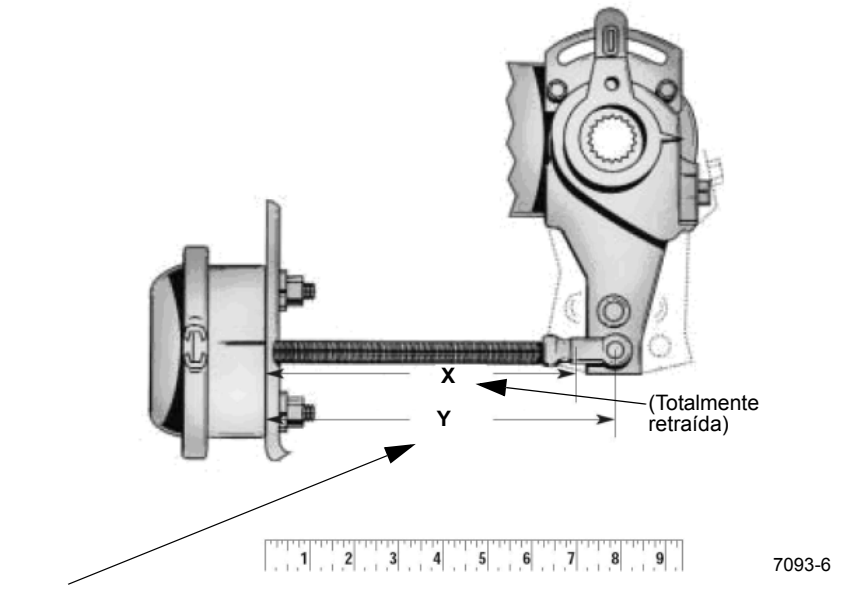
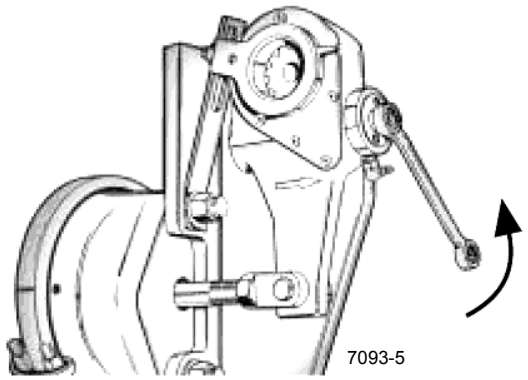

FIGURA 8-38
FIGURA 8-39
4. Meça a distância do centro do pino de segurança grande até a face de montagem da câmara de ar com o freio totalmente liberado. Essa é a dimensão "X" (Figura 8-38).
5. Usando um pé-de-cabra, mova o ajustador de folga para encostar as lonas no tambor. Meça a distância entre os mesmos pontos como foi feito na etapa 4. Essa é a dimensão "Y" (Figura 8-38).
7. Gire o eixo de ajuste sextavado aproximadamente 1/8 volta na direção necessária e meça novamente o curso. Continue este processo até que o curso fique dentro dos limites. É necessário um torque mínimo de 17,6 Nm (13 lb-pé) para girar o eixo sextavado e superar a embreagem interna. Será ouvido um som de catraca. Não use uma chave de impacto nos parafusos sob o risco de dano interno (Figura 8-39).
8. Com os freios liberados, verifique o indicador de instalação Figura 8-38 e Figura 8-39 para determinar o ajuste adequado.
9. Se o indicador de instalação não estiver corretamente posicionado, consulte a Figura 8-39. Solte o indicador de retenção do elemento de fixação no suporte de fixação, gire o indicador conforme necessário e reaperte o elemento de fixação.